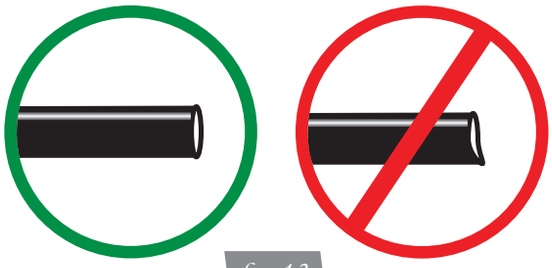

fig. 13
a. Check the air line connection by deflating the spring and removing the line by pulling the collar against the fitting and pulling firmly on the air line. Trim 1" off the end of the air line. Be sure the cut is clean and square (see Fig. 13). Reinsert the air line into the push-to-connect fitting.
2. If the preceding steps have not resolved the problem, call Air Lift customer service at (800) 248-0892.